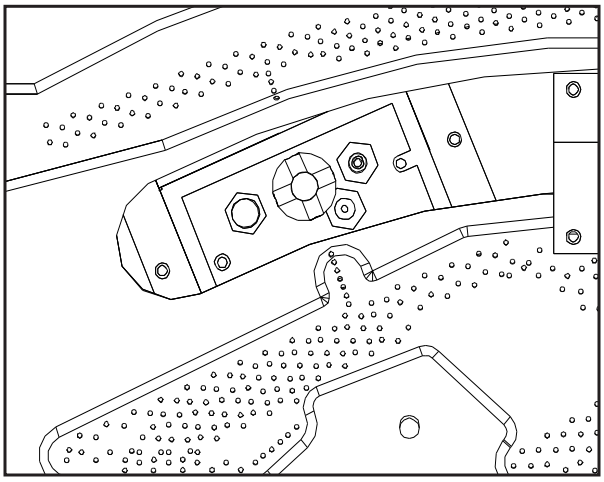

**Figure 12: Burner to pilot hood relationship.**
8. Reinstall the burner, brick panels, log set, embers, and glass door. Also refer to Secondary Installation - Installing Log Set and Embers. When re-installing the burner, ensure that the burner to pilot hood relationship is similar to what is shown in Figure 12. On some units you will need to pay special attention when installing the burner that the venturi adjustment rod is properly installed into the venturi adjustment piece welded to the burner venturi tube